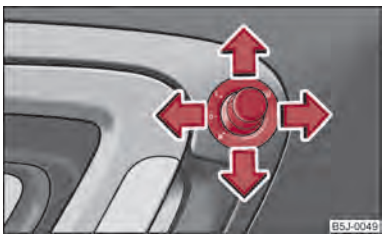

Fig. 36 Interno porta: manopola
– Portare la manopola in posizione ⇒fig. 36.